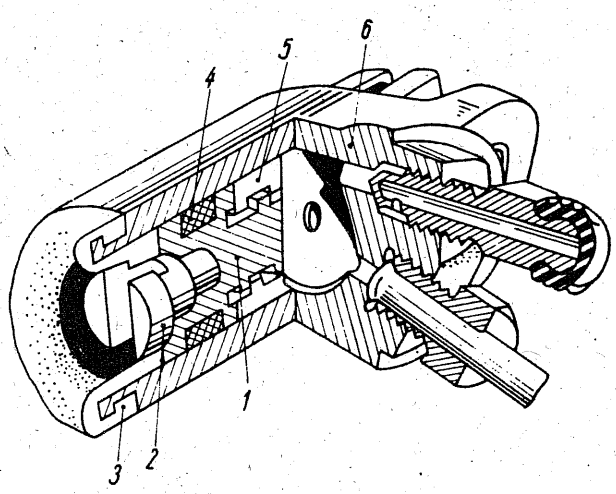

Bild 58
Ein Einstellen der Bremsbacken von Hand entfällt beim Saporoshez. Es geschieht durch den Klemmring (5 in Bild 58) automatisch, beispielsweise schon beim Entlüften der Bremsanlage nach der Reparatur. Der Druck auf das Bremspedal sorgt hier dafür, daß sich die Kolben der Radbremszylinder so weit nach außen bewegen, bis beide Bremsbacken an der Bremstrommel anliegen. Der schon erwähnte Klemmring wird hierbei mitgenommen. Beim Lösen der Bremse wird der Bremskolben nur so weit von den Bremsbacken zurückgedrückt, wie es das Spiel im Klemmring zuläßt. Das sind etwa 0,5 mm. Auf diese Art wird auch der Verschleiß der Bremsbacken ausgeglichen.
Als Instandsetzungsarbeit an den Radbremszylindern (Bild 58) fällt eigentlich nur das Auswechseln der Dichtmanschetten (4) sowie das Reinigen der Radbremszylinder nach längerer Laufzeit des Fahrzeugs an. Doch dazu müssen sie abgebaut werden. Und das geschieht wie folgt: Am Tragebock des Bremsschlauches wird die Anschlußmutter gelöst, die Befestigungsmutter des Bremsschlauches entfernt und der Bremsschlauch aus dem Radbremszylinder her-